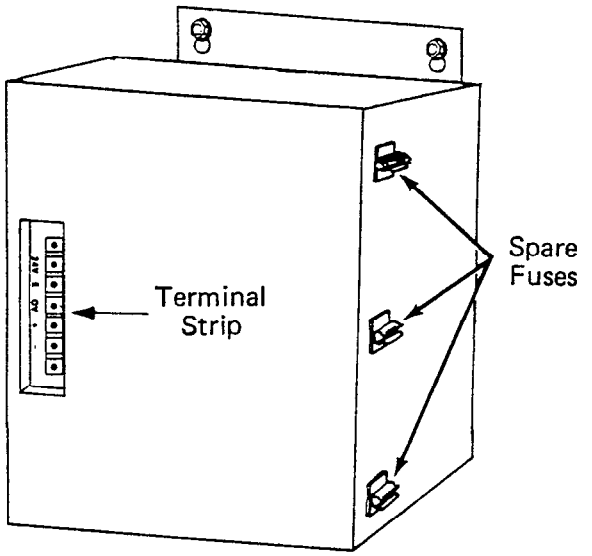

FIGURE 1—EPSA-104
01.01 The EPSA-104 is equipped with a built-in wall mounting bracket, as shown in Figure 1, to allow it to be mounted on a wall or other flat, vertical surface.